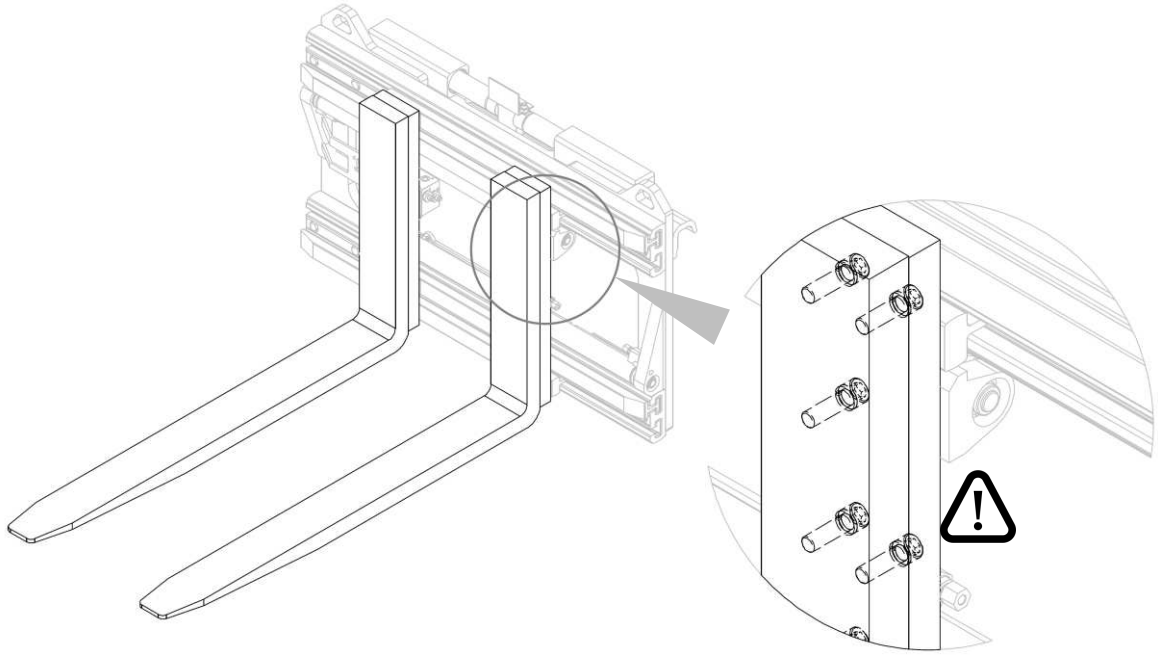

Figura 12
3. Verificar el correcto bloqueo de las horquillas (mira *Figura 12*).